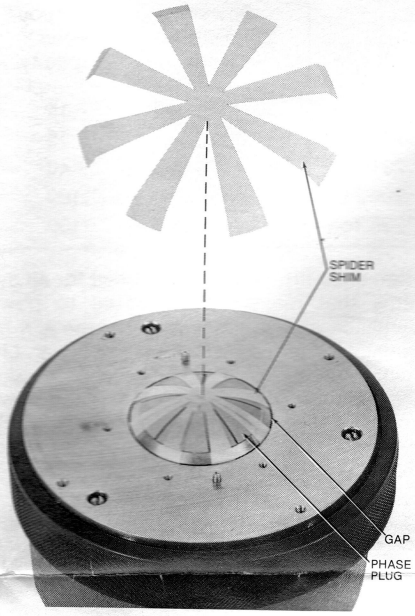

Figure 12. Spider Shim Installed into Voice Coil Gap
8. Insert spider shim into voice coil gap as shown in Figure 12. Shim No. 14-20-023963 is supplied with replacement diaphragm and voice coil assembly.